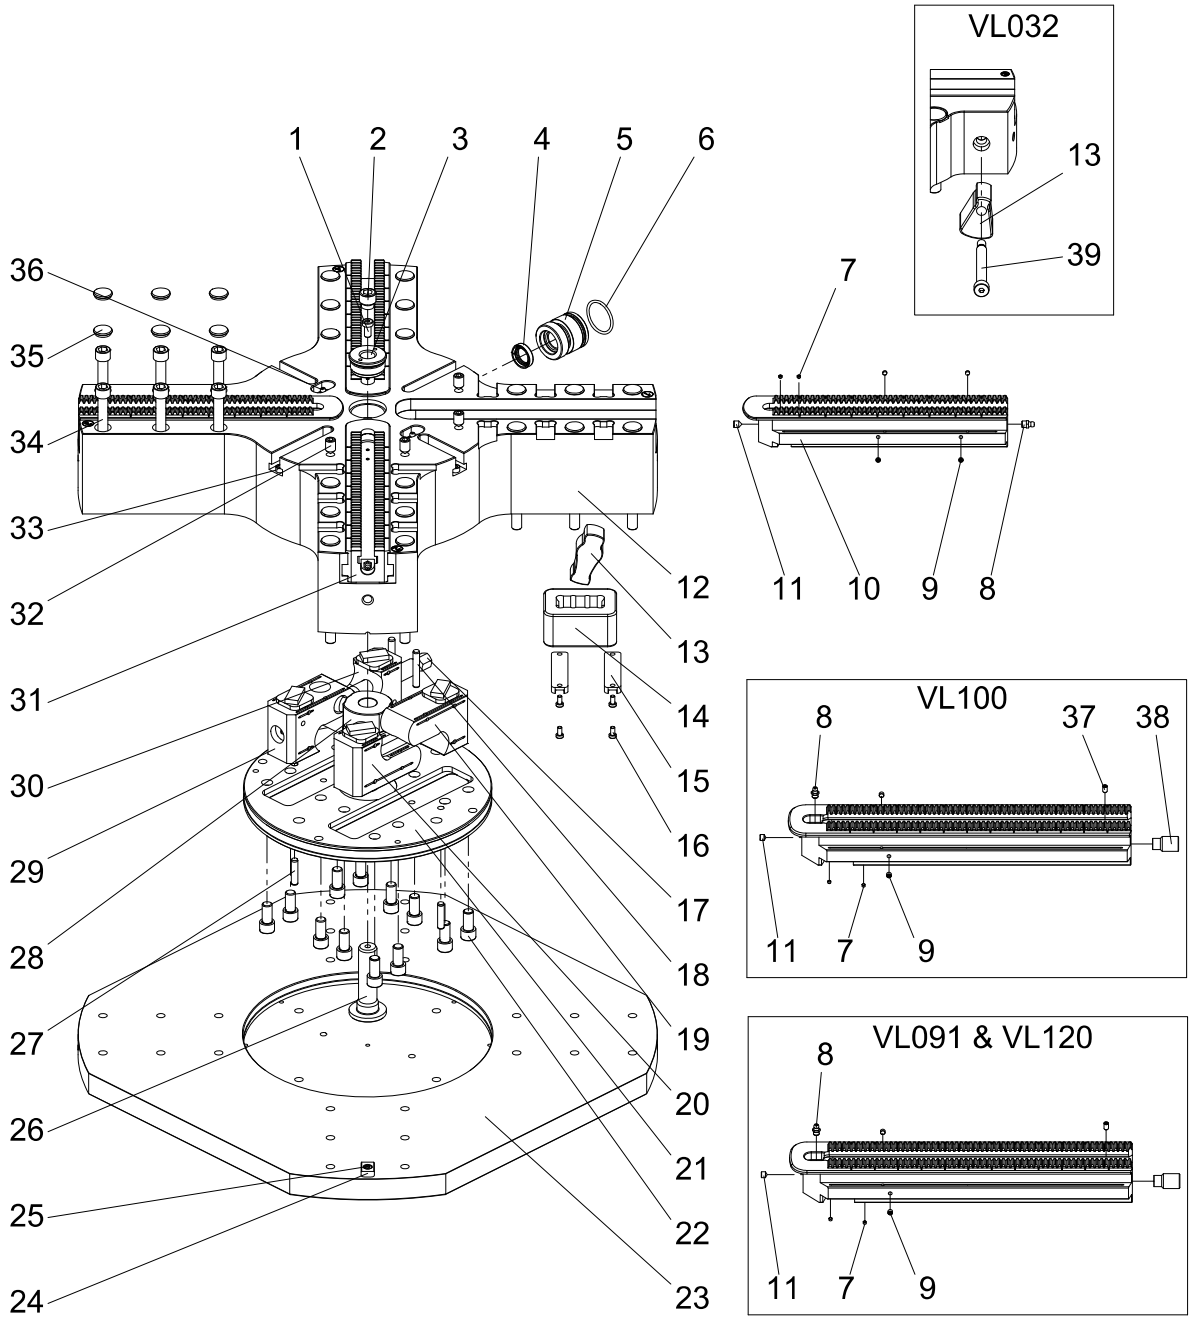

Fig. 8-1: Spare parts INOFlex® VL032 – VL120
Step 1 Look for the desired part in figure 8-1 or 8-2.